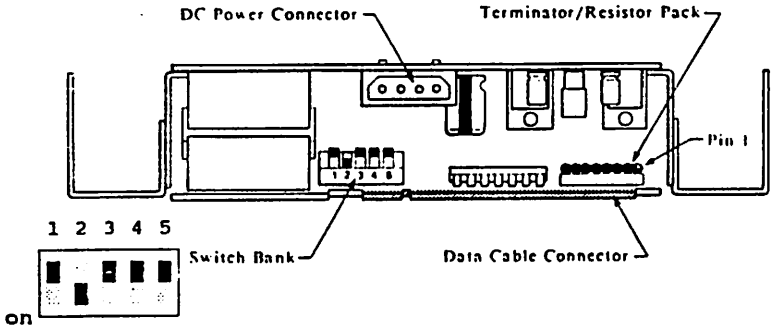

Figure 2-1 : SIGEN TAPE DRIVE: Rear View
As shipped to you, the SIGEN tape drive already has such a terminator in place. Compare your unit to the rear view of the SIGEN tape drive shown in Figure 2-1. The terminator is on the right side of the drawing, set in a socket on the printed circuit board. The visible side of the terminator has no printing on it, while the opposite side has letters, numbers or a combination of both printed on it.
Before installing the tape drive, make certain that the switch settings are correct. Look into the back of the tape drive and find the switch bank just to the left of center on the bottom board, as shown in Figure 2-1. **Be sure that Switch-2 is DOWN. All other switches must be in the UP position.** Switches 1 through 4 are for hardware drive selection. Switch 5 is for diagnostics and must always be off (in the up position).
3) To make it easier to attach cables to the rear of the tape drive unit, move the A: drive forward about four (4) inches, if you have not already done so. (see Step 4, page 2-4).
4) Locate the data cable (ribbon cable) labeled "B" on the inside of the computer and connect it to the data cable connector at the left rear of the tape unit. Figure 2-1 shows the location of this data cable connector. This connector is keyed and cannot be connected incorrectly.
5) Plug the multi-colored DC power harness into the DC power connector at the top center edge of the tape unit board (see Figure 2-1). This is a keyed shape and cannot be plugged in incorrectly.